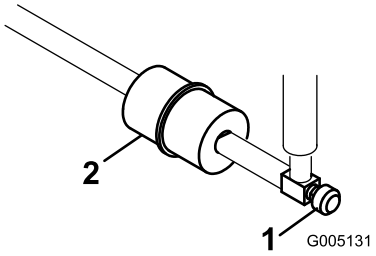

**Figur 46**
Et filter er bygget inn i drivstoffslangen mellom drivstofftanken og forgasseren (Figur 46). Pass på at pilen på filteret peker bort fra drivstofftanken.
1. Lukk bensinkranen, løsne slangeklemmen på forgassersiden av filteret og fjern bensinslangen fra filteret (Figur 46).
2. Plasser et tappefat under filteret, løsne den gjenværende slangeklemmen, og ta ut filteret (Figur 46).